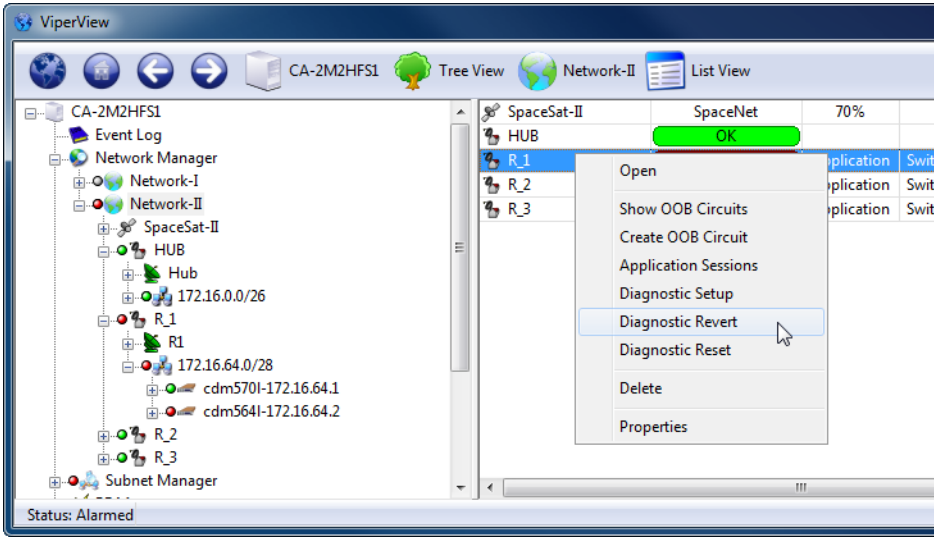

Figure E-20 Revert Uplink Carrier Command, VMS modem
5. In VMS, right-click on the remote site as shown in figure E-20, then select the **Diagnostic Revert** command from the drop-down menu. The VMS will send the revert command to the target modem, causing it to revert to its STDMA home state.